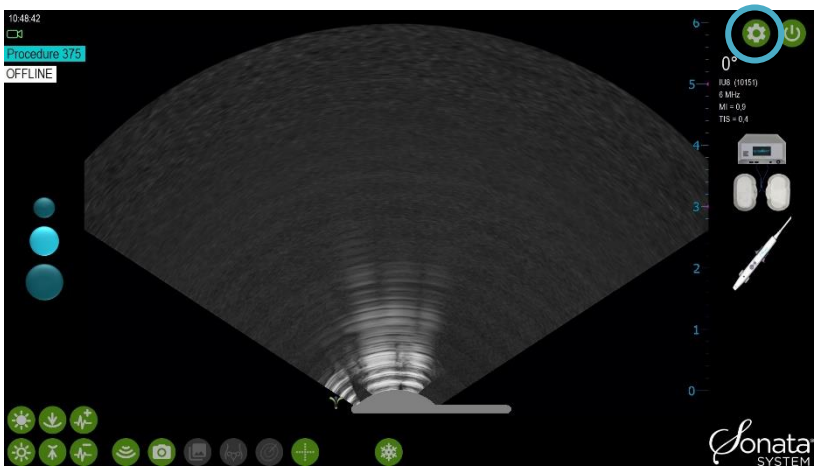

Afbeelding 6-3. Via het venster Voorkeuren kan het systeem worden aangepast.
- Klik rechtsboven in het echografiedisplay op het pictogram Voorkeuren om het menu Voorkeuren weer te geven; zie afbeelding 6-3.